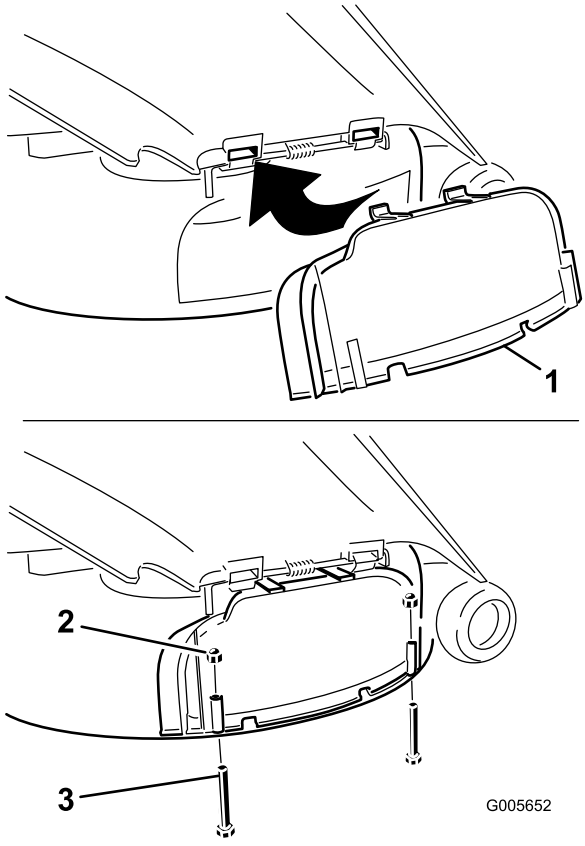

Figur 27
5. Drej tømningsdækslet ned mod åbningen og mod plæneklipperens nederste kant (Figur 27).
6. Fastgør udblæsningsdækslet til plæneklipperens nederste kant med to bolte (1/4 x 2-1/2 tomme) og to hættemøtrikker (1/4 tomme) som vist i Figur 27.